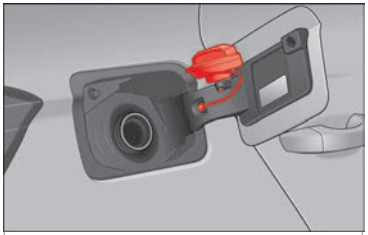

Fig. 65 Tapa del depósito con el tapón encajado.
- Colóquelo en el espacio que hay en la bisagra de la tapa abierta ››› **fig. 65**.